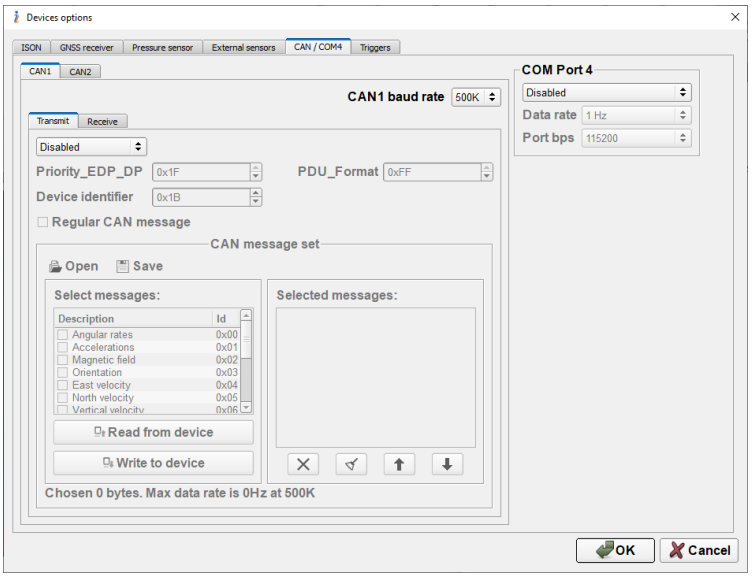
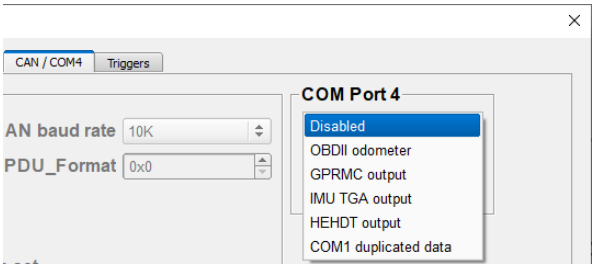

Fig. 4.15.
**Fig. 4.17.**
The "CAN / COM4" tab (see Fig. 4.15) combines configurations for CAN port and COM4 port, to prevent a simultaneous usage of them.
The INS allows output of CAN messages through one or two CAN ports. To allow INS output of CAN messages, go to **"CAN1"** or **"CAN2"** tab (see Fig. 4.15) and then to the "Transmit" tab within. It is necessary to then choose the variant of the CAN data (CAN2.0A or CAN2.0B) in the drop-down list and to configure (if default settings are inapplicable) active parameters:
**"COM Port 4"** fields (see Fig. 4.15) allow the user to choose the variant of COM4 port being used, as Fig. 4.17 shows:
For using **OBDII odometer,** it is necessary to choose the appropriate variant in the "COM Port 4" field (see Fig. 4.15, Fig. 4.17).
It is then necessary to set the following parameters of the COM4 port (see Fig. 4.15):